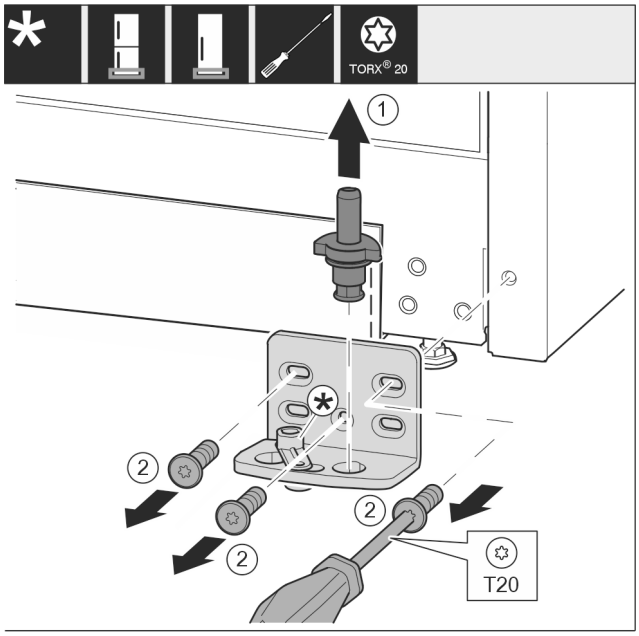

Fig. 13
- ▶ Опорный палец полностью извлеките движением вверх. *Fig. 13 (1)*
- ▶ Открутите винты отверткой T20 и снимите опорный кронштейн. *Fig. 13 (2)*